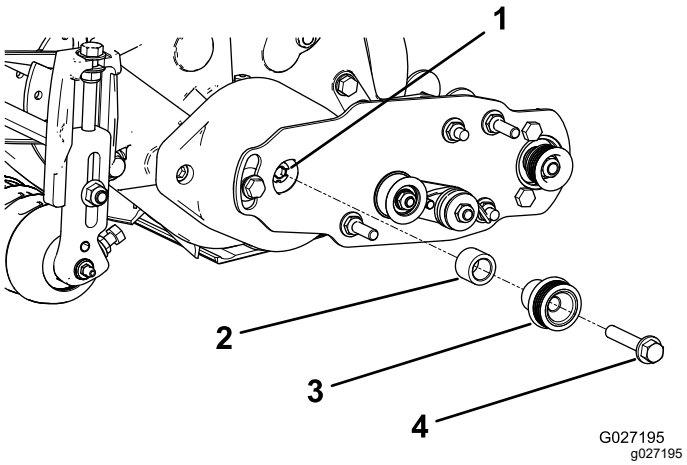

Rysunek 15
1. Nałóż podkładkę dystansową na wałek w obudowie łożyska (Rysunek 15).
2. Włóż napędowe koło pasowe do środka podkładki dystansowej i na wałek napędowy (Rysunek 15).
3. Zamocuj koło pasowe i podkładkę dystansową do wałka napędowego, używając śruby kołnierzowej (⅜ x 2 cale), patrz Rysunek 15.